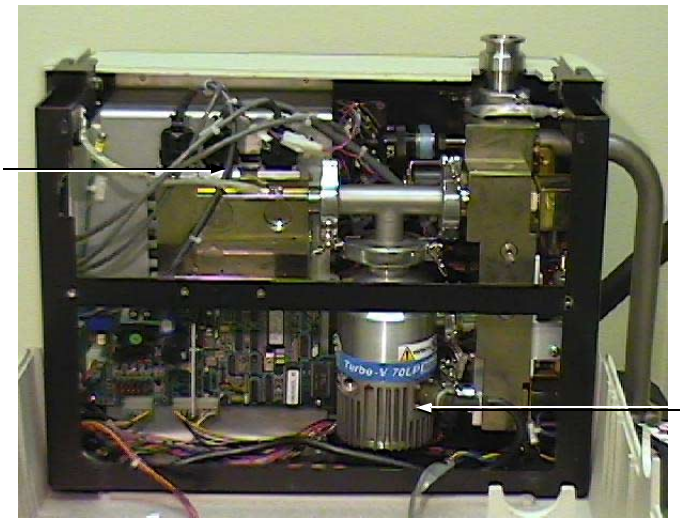

Figure 5-1 Spectrometer Tube and Turbo Pump
3. Vent the spectrometer tube (Figure 5-1) by turning the knurled nut on the turbo pump (knurled nut not shown in this view) approximately 1/4 turn counterclockwise.
4. Remove the three connectors from the top of the spectrometer tube shown in Figure 5-1 by grasping the plug and gently pulling it straight up and off of the contact pins (Figure 5-2).